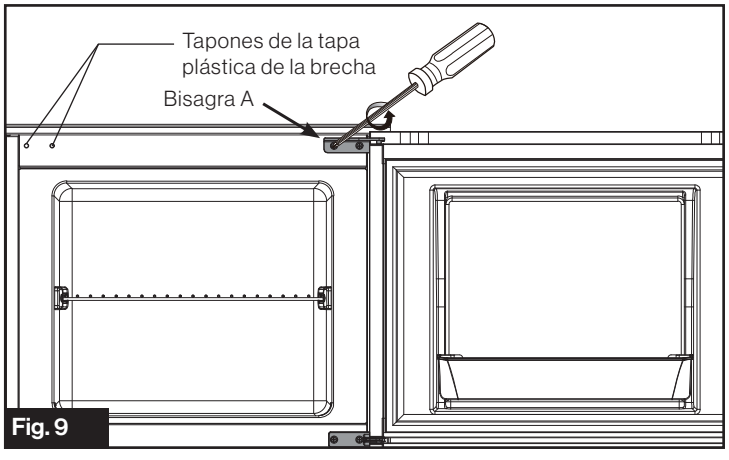

Fig. 9
1. Quite los tornillos de fijación de la bisagra A para desarmar la puerta del congelador. (Fig. 9) Retire los tapones de la tapa plástica de la brecha del lado izquierdo del refrigerador y déjelos a un lado para usar más adelante.